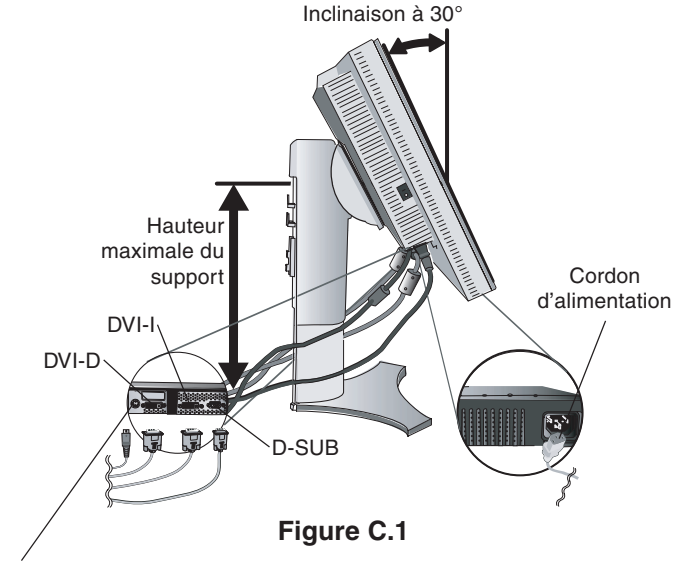

Figure C.1
3. Placez les mains de chaque côté du moniteur pour incliner l'écran LCD de 30 degrés et levez cette dernière jusqu'à la position la plus haute (**Figure C.1**).
4. Branchez tous les câbles aux prises appropriées (**Figure C.1**).